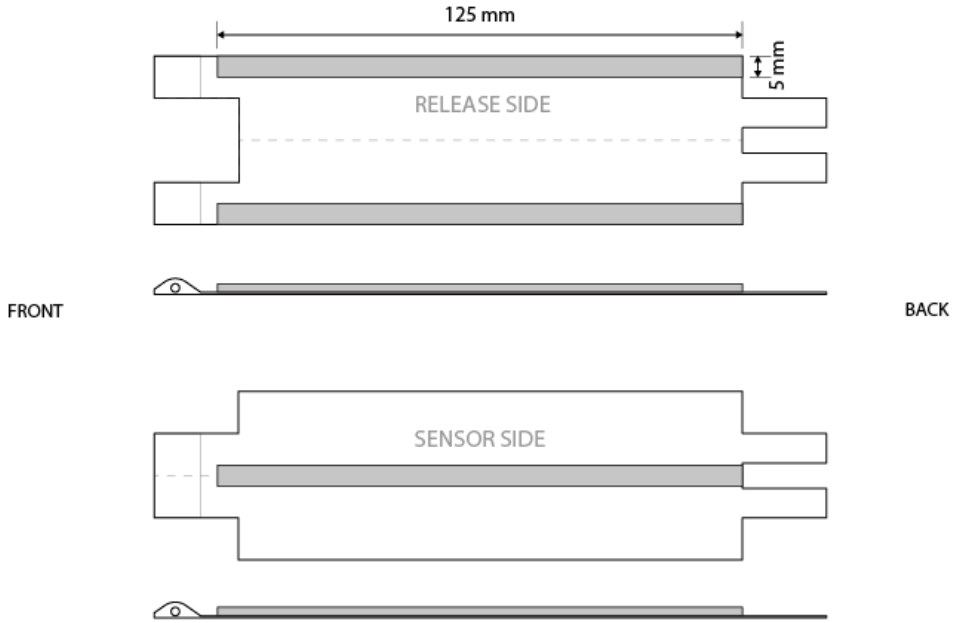

Figure 6
d) Glue two strips flush with outside edge of the inside release sheet (see Figure 6 top)
e) Glue one strip to along middle line of inside sensor sheet (see Figure 6 bottom)